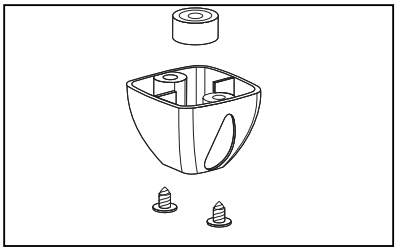

Abbildung 11.
11. Wechseln der Stellfüße (Abb. 11)